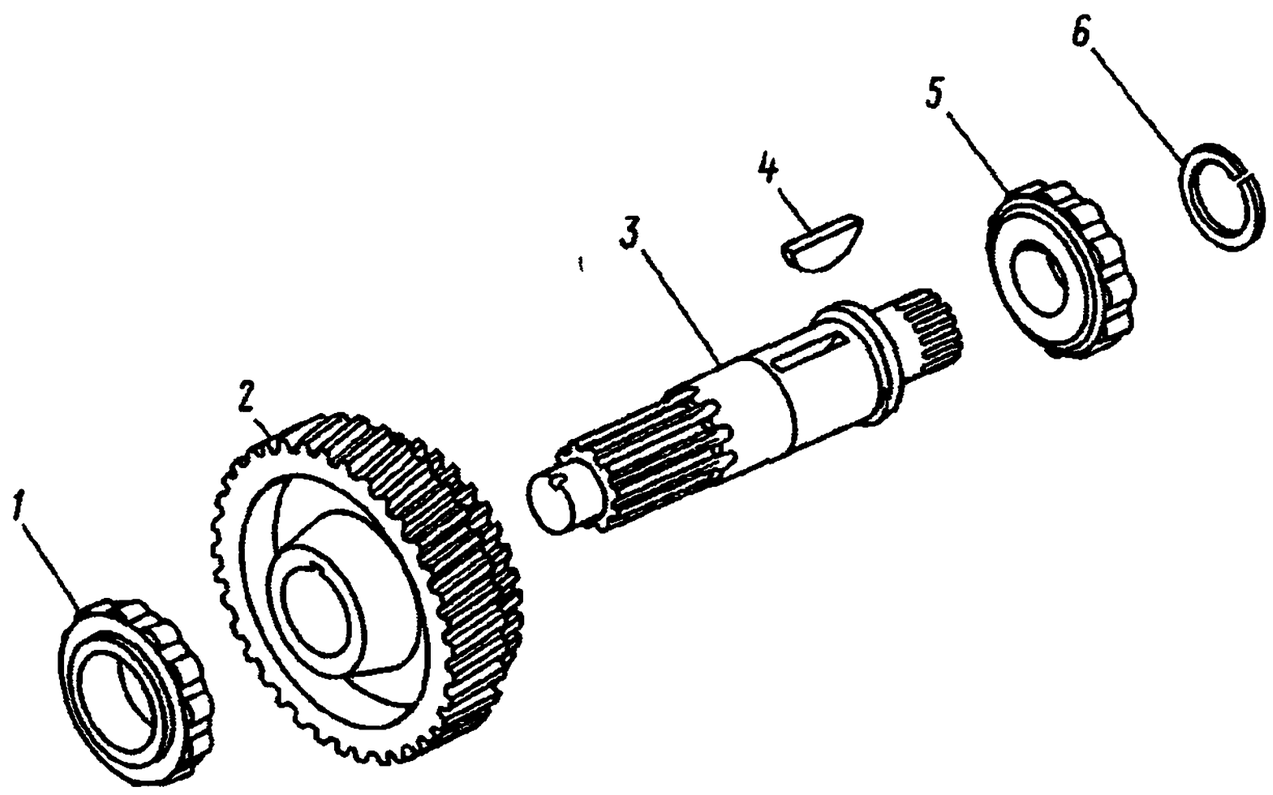

Рис. 162. Вал И801.25.000 ведущий раздаточной коробки:
26. Снимите с ведущего вала *3* (рис. 162) внутреннее кольцо *1* переднего подшипника в сборе	Оправка, молоток, отвертка